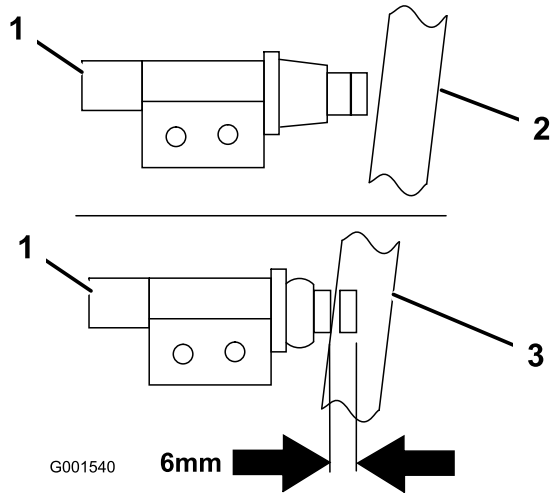

Figur 7
5. Justera det nya fästet så att bromsbrytaren är nedtryckt med 6 mm när bromsen frigörs Figur 7.